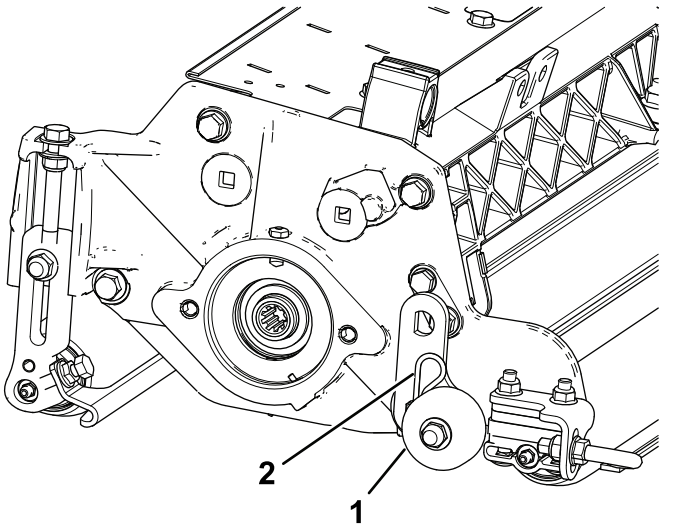

Figur 4
2. Fest en transportvalsebrakett på hver side av sideplatepinnen med en splint (Figur 4).